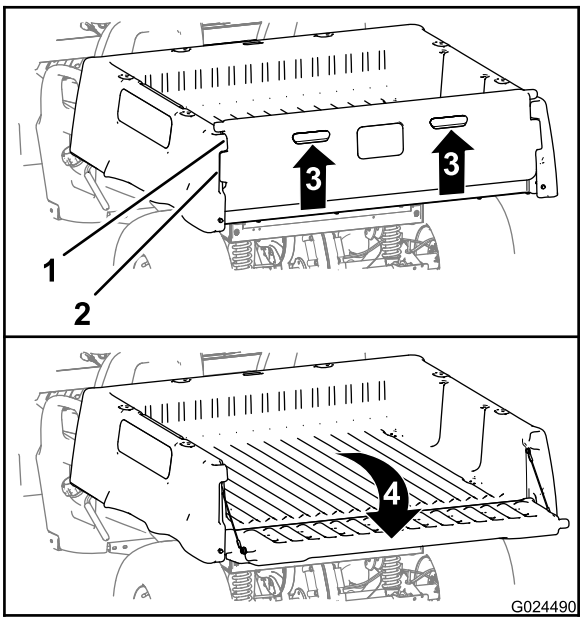

Figur 13
2. Lyft upp med hjälp av handtagen på flakskyddets bakpanel (Figur 13).
3. Rikta in flakskyddets låsflänsar efter öppningarna mellan lastlådans flakskyddsflänsar (Figur 13).
4. Fäll flakskyddet bakåt och nedåt (Figur 13)
6. Fäll flakskyddet uppåt och framåt tills flakskyddets låsflänsar är i linje med flakskyddsfördjupningen i lastlådan (Figur 13).
7. Fäll flakskyddet bakåt tills det sitter på plats bak på lastlådan (Figur 13).